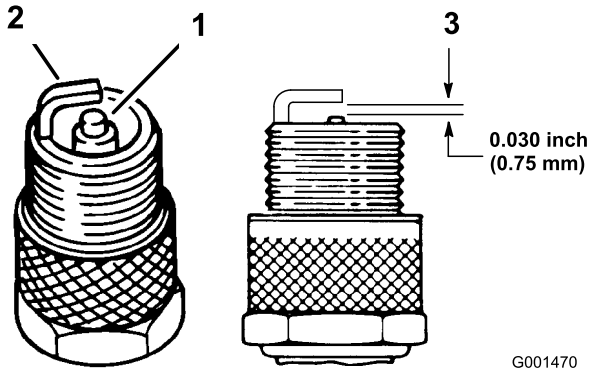

**Figure 33**
1. Examinez le centre des bougies (Figure 33). Si le bec de l'isolateur est recouvert d'un léger dépôt gris ou brun, le moteur fonctionne correctement. S'il est couvert d'un dépôt noir, c'est généralement signe que le filtre à air est encrassé.
3. Contrôlez l'écartement entre l'électrode centrale et l'électrode latérale (Figure 33). Courbez l'électrode latérale (Figure 33) si l'écartement est incorrect.
3. Connectez les bougies (Figure 33).